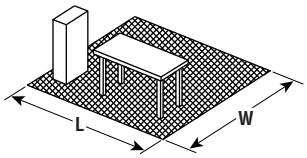

Figure 1 — Design Area
4. **Determine** the area to be heated in ft^2. This is termed the "design or work area" (A_D) (Fig. 1).